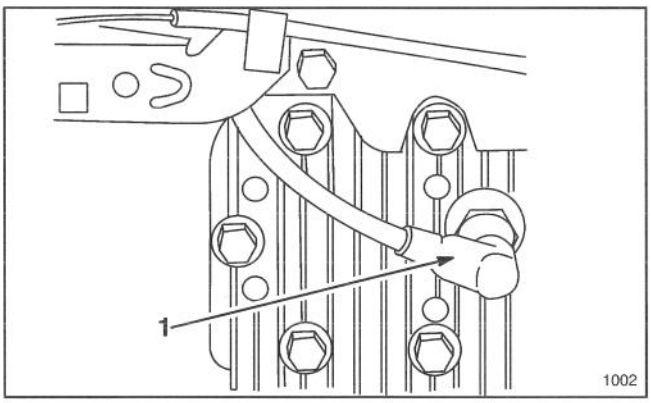

Afbeelding 6
1. Duw de draad op bougie (Afb. 6).
1. Zet de motor af en trek de draad van de bougie (Afb. 6).
1. Zet de motor af en wacht totdat de motor is afgek Trek draad van bougie (Afb. 6).